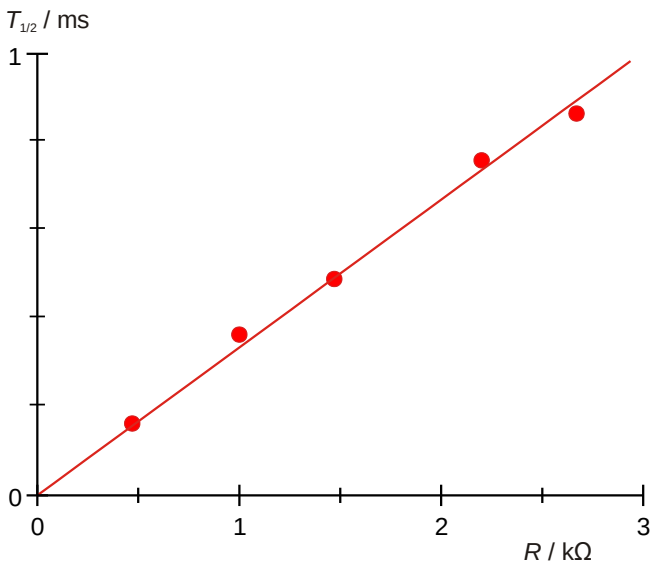

Fig. 5 :Temps de demi-vie $T_{1/2}$ en fonction de la résistance R.
- Insérer les temps de demi-vie $T_{1/2}$ de Tab. 3 par rapport aux résistances ohmiques R dans un schéma et ajuster une droite d'origine (Fig. 5).
- Pour contrôler l'équation (3), utiliser la pente de la droite m_C pour déterminer la capacité C.
- Insérer les temps de demi-vie $T_{1/2}$ de Tab. 5 par rapport aux produits $R{\cdot}C$ dans un schéma et ajuster une droite d'origine (Fig. 5).
- Pour contrôler l'équation (3), utiliser la pente de la droite m pour déterminer le facteur de proportionnalité ln2.